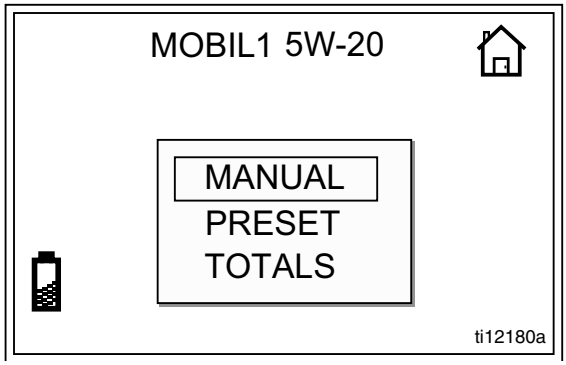

FIG. 20
1. Depuis l'écran d'accueil, utilisez les FLÈCHES HAUT ou BAS pour sélectionner MANUEL (FIG. 20).